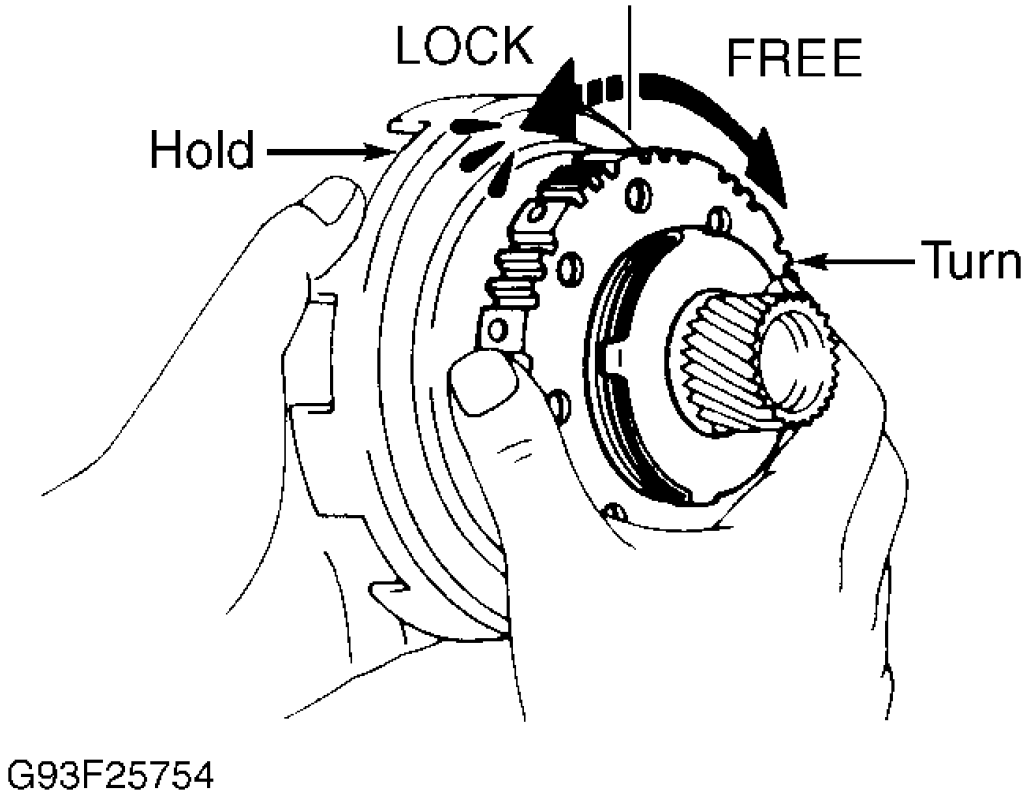

Fig. 24: Checking No. 1 One-Way Clutch Operation
1. Check operation of No. 1 one-way clutch. Holding sun gear input drum (shell), turn hub. Hub should turn freely clockwise and should lock when turned counterclockwise. See **Fig. 24** .